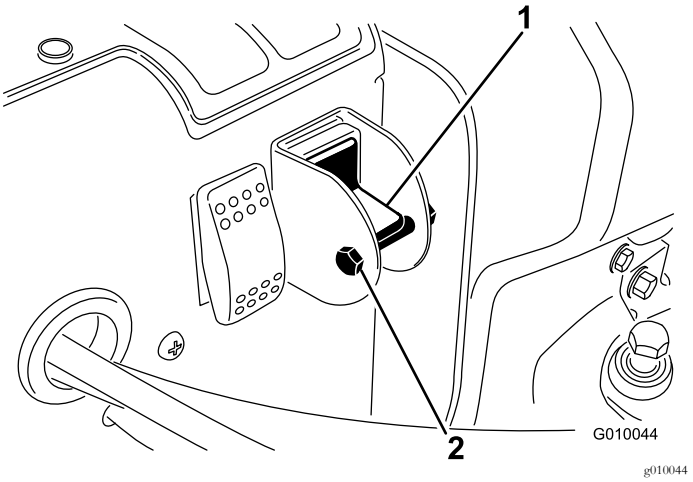

Figur 29
4. Fjern låsebolt og mutter fra velgerbryteren (Figur 29).